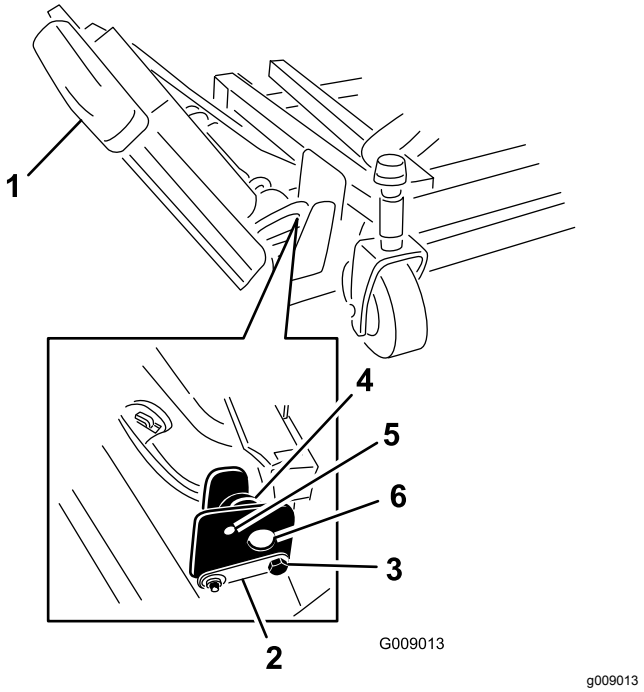

Figuur 3
1. Verwijder de moeren waarmee de voorste en de achterste aanslagbouten vastzitten aan de rechter maaidekbevestigingen (Figuur 3).
2. Verwijder terwijl u de rechter winglet ondersteunt de voorste en achterste aanslagbouten uit de maaidekbevestigingen (Figuur 3).